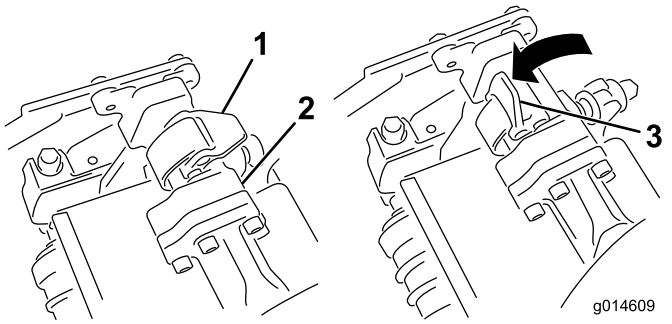
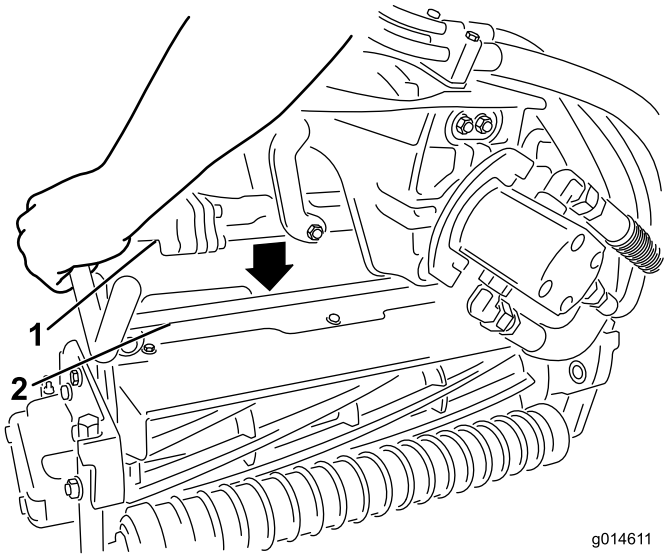

Figuur 12
Figuur 13
5. Zorg ervoor dat de vergrendelingen op de ophangarm omhoog wijzen (dus open staan) (Figuur 12), druk de ophangarm omlaag zodat de stang ervan over de stang aan de bovenkant van het maaidek valt (Figuur 13).
6. Sluit de vergrendelingen rond de stang van het maaidek en vergrendel ze (Figuur 12).